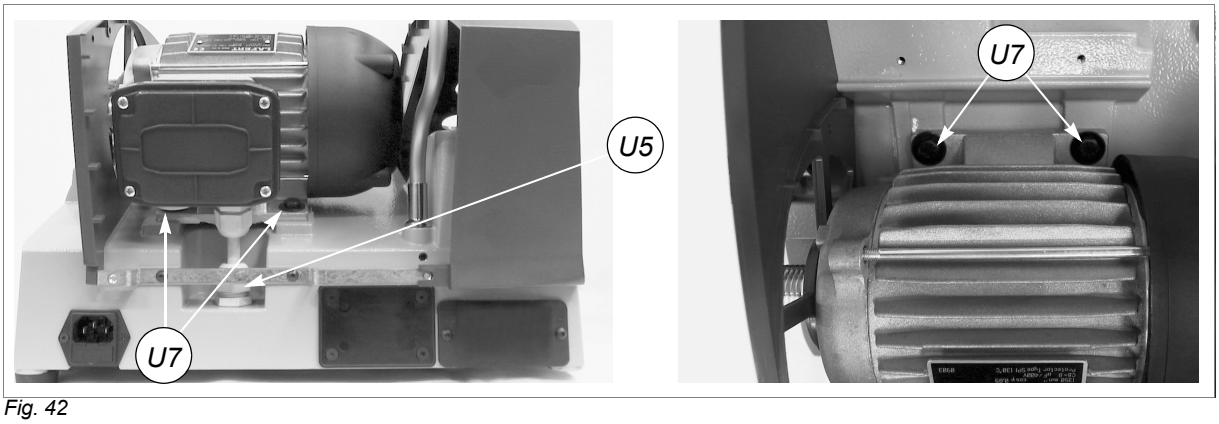

Fig. 42
8) Loosen the fairlead (U5) (fig.42).